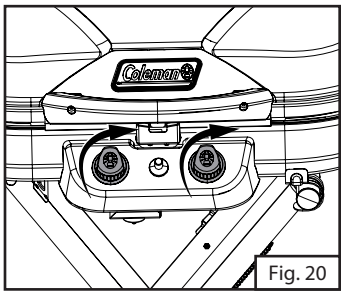

Fig. 20
1. Avant de fixer la bonbonne de propane, assurez-vous que les deux boutons de commande sont bien fermés. (Fig. 20)